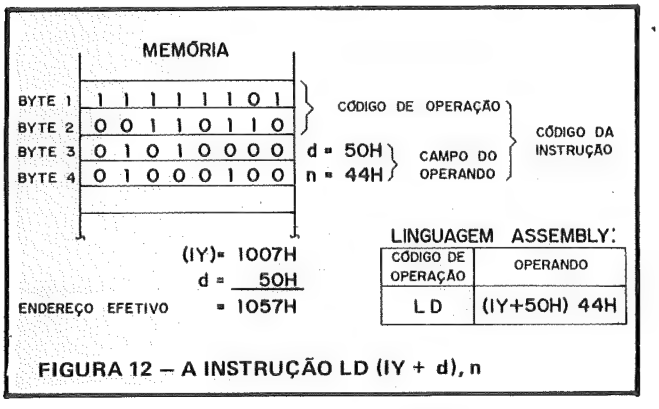

FIGURA 12 – A INSTRUÇÃO LD (IY + d), n
A figura 12 ilustra o formato e a operação desta instrução atribuindo os seguintes valores numéricos: (IY) = 1007H, d = 50H e n = 44H. Após a execução desta instrução, com estes valores, teremos o valor 44H armazenado na posição da memória 1057H.